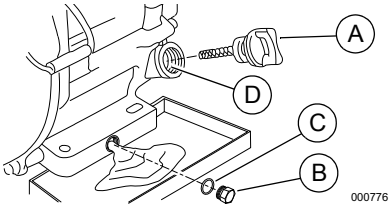

Figure 4-1. Changing Engine Oil
3. See *Figure 4-1*. Remove oil fill cap (A).